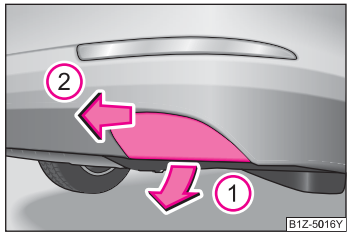
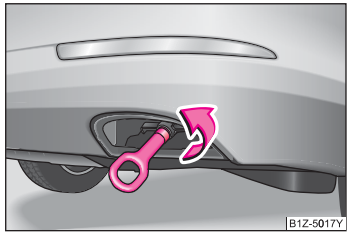

图 162 后保险杠：拆下盖板
图 163 后保险杠：安装牵引钩
– 沿箭头 ① 方向往外拉使盖板的下部松开 ⇒ 图 162。
– 沿箭头 ② 方向往外拉松开盖板的上部并其取下。
– 用手逆时针将牵引钩旋到底 ⇒ 图 163，再把车轮扳手插入牵引钩中加以拧紧。